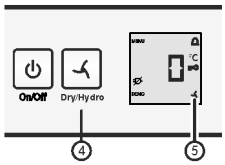

*Fig. 3*
▶ Настройване на **hydro**: Натискайте бутона dry/hydro *Fig. 3 (4)*, докато символът се покаже. Отпуснете бутона.
▷ Символът dry/hydro *Fig. 3 (5)* светва.
▶ Настройване на **dry**: Натискайте бутона dry/hydro *Fig. 3 (4)*, докато символът изгасне. Отпуснете бутона.